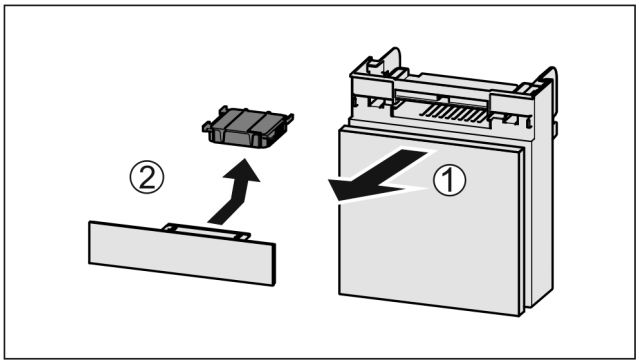

Fig. 161
▶ Predal izvlecite *Fig. 161 (1)* naprej.
▶ Odstranite *Fig. 161 (2)* aktivni ogleni filter.